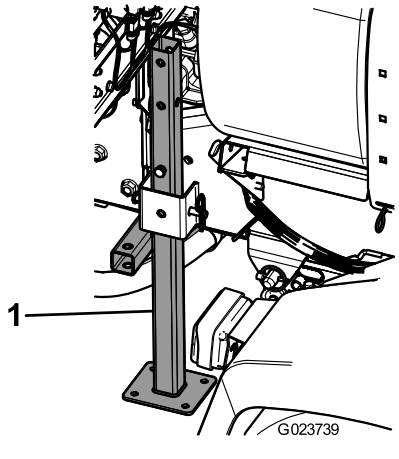

Figur 29
3. Før de bakre jekkstøttene inn fra bunnen, opp i rammen, nær de bakre festepunktene (Figur 29).